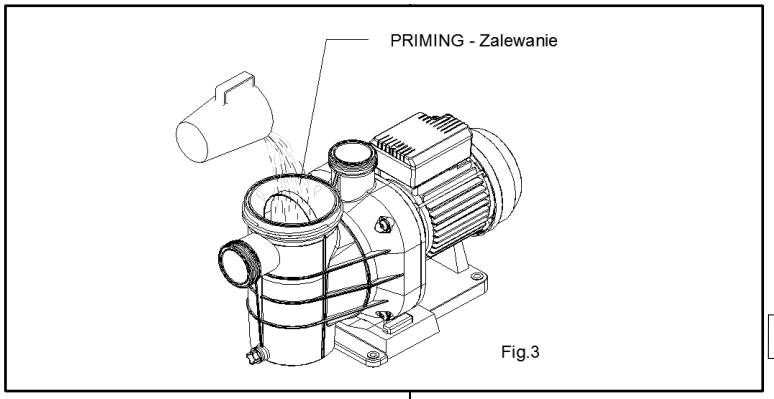

Fig.3
- For the correct operation of the pump, it must be primed until water reaches the surface of the suction pipe. In models with built-in pre-filter, the pump can be filled with water by opening the lid of the pre-filter (Fig. 3).
- Aby pompa działa prawidłowo, należy ją zalać do momentu, aż woda sięgnie powierzchni rury ssącej. W modelach z wbudowanym filtrem wstępnym pompę można napełniać wodą przez otwór w pokrywie filtra wstępnego (rys. 3).
- For models with pre-filter the following operations can be performed (Fig. 3):
- W przypadku modeli wyposażonych w filtr wstępny można wykonać następujące czynności (rys. 3):